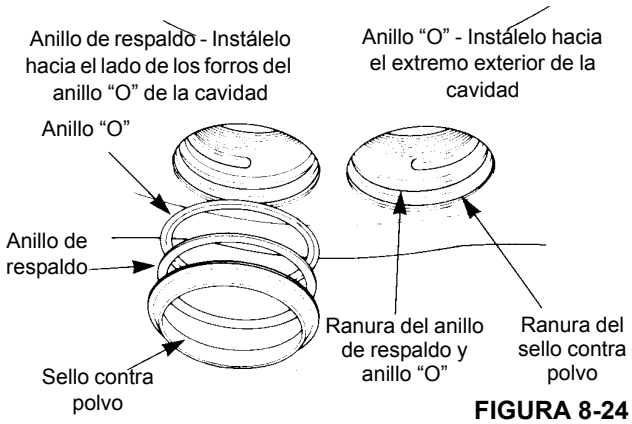

FIGURA 8-24
2. Instale un anillo “O” nuevo y un anillo de respaldo nuevo en la ranura que está en la parte central de la cavidad. El anillo “O” se instala hacia el extremo exterior de la cavidad. El anillo de respaldo se instala hacia el extremo de los forros de la cavidad. Consulte la (Figura 8-24).
3. Instale un sello contra polvo nuevo en la acanaladura superior de la cavidad. Consulte (Figura 8-24).